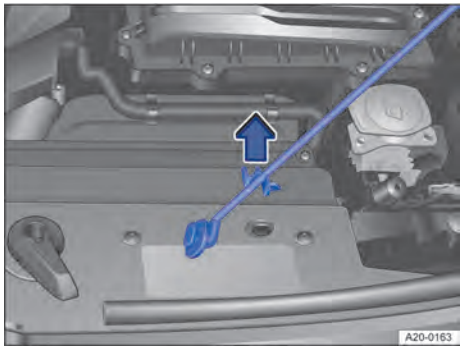
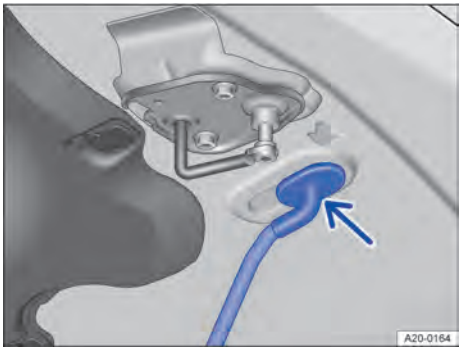

Fig. 212 En el vano delantero: varilla de sujeción del capó en su soporte.
Fig. 213 En el capó delantero: alojamiento de la varilla de sujeción del capó.
3. Retire la varilla de sujeción del capó de su soporte → Fig. 212 e introdúzcala en el orificio → Fig. 213.
2. Desenganche la varilla de sujeción del orificio → Fig. 213 y encájela en su soporte → Fig. 213.